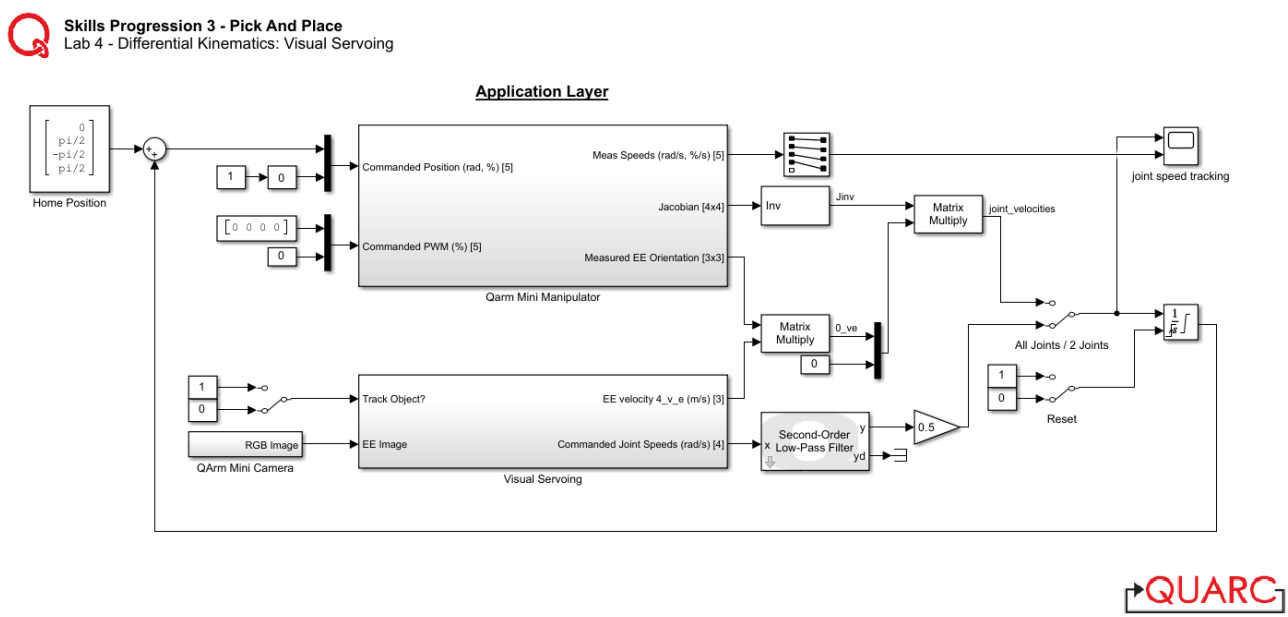

Figure 2. Application Layer
4. Go back to the root level of your model (**Application Layer**). Ensure the switchs in the model matches the positions in Figure 2